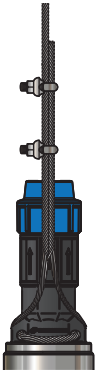

Рисунок 9
4. Протяните трос через две проушины в крышке насоса и зафиксируйте зажимами (рисунок 9).